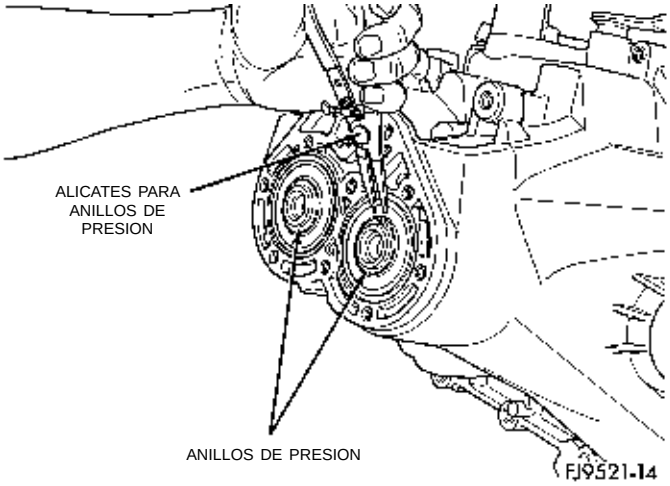

Fig. 68 Anillos de muelle de retención de los cojinetes
(12) Instale los anillos de muelle del eje en los cojinetes impulsor y de transmisión (Fig. 68).